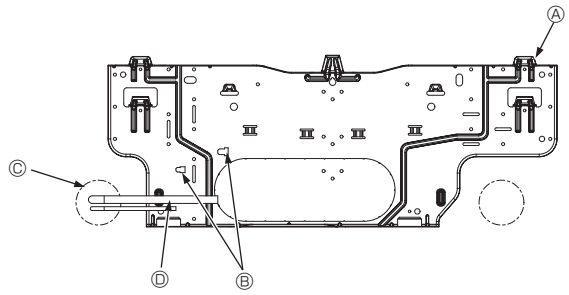

Fig. 3-6
3.3. Borular duvarın içine döşendiğinde (Fig. 3-6)
- Ⓐ Montaj levhası ①